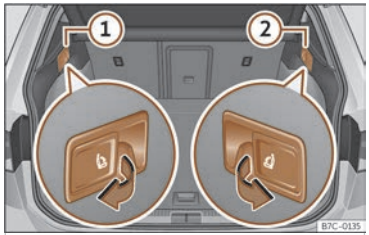

Fig. 76 En el maletero: palancas para desbloqueo del respaldo trasero.
- Tire de la palanca de desbloqueo a distancia de la parte izquierda ››› **fig. 76** ① o derecha ② del respaldo en el sentido de la flecha. La parte desbloqueada del respaldo trasero se abate automáticamente hacia delante.